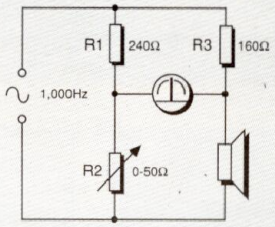

Figura 2
Come si può vedere dalla "flow chart" di Figura 2, il programma riportato nel Listato 1, contiene una piccola routine comparatore (ingresso invertente) ed osservare la progressiva salita della tensione fornita dal convertitore.
3. Volete determinare l'impedenza di un altoparlante e perciò montate il circuito di Figura 2. R2 dovrà essere regolato per:
4. Dopo aver correttamente regolato R2 nello schema di Figura 2, togliete questo potenziometro dal circuito e misurate la sua resistenza. Se l'altoparlante ha una impedenza di 8 Ω, la resistenza di R2 deve essere circa